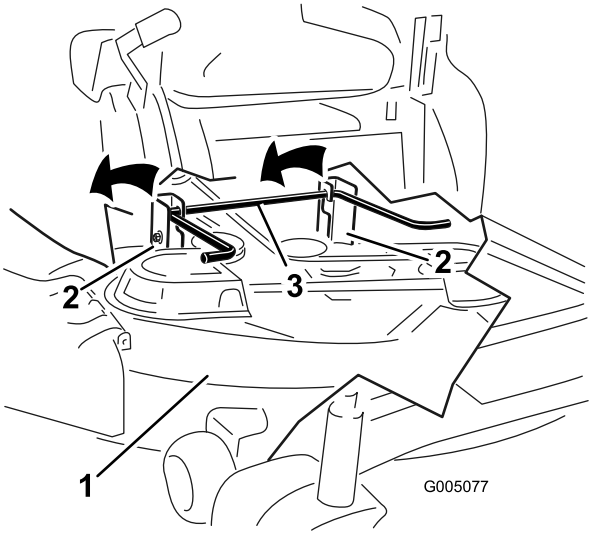

Figur 59
5. Løft klippeenheten og hengerbrakettene klar for bakre løftestang og senk klippeenheten forsiktig til bakken (Figur 59).
5. Løft bakre del av klippeenheten og før hengerbrakettene over bakre løftestang (Figur 59).